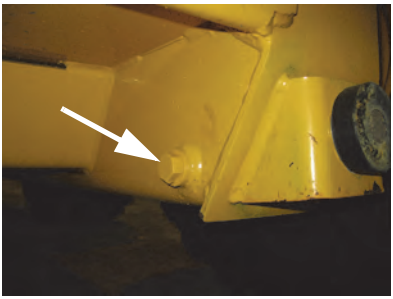

Figure 38 Drain Plug (R190 Shown)
2. At the front of the loader, remove the chaincase drain plug (Figure 38) on each chaincase and drain the oil into a suitable container.